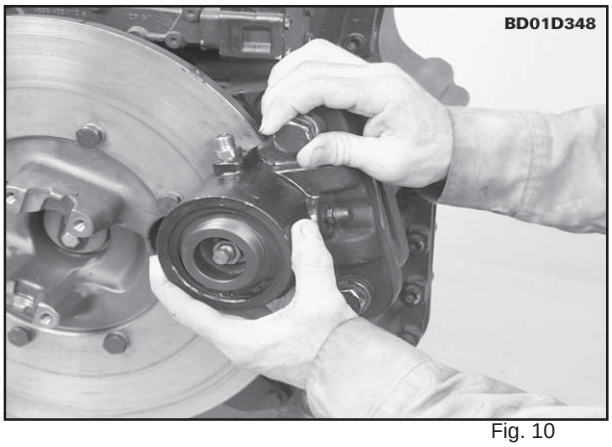

Fig. 10
15. Instale os dois parafusos que fixam o freio de estacionamento à transmissão. Aperte os dois parafusos (fig. 10).